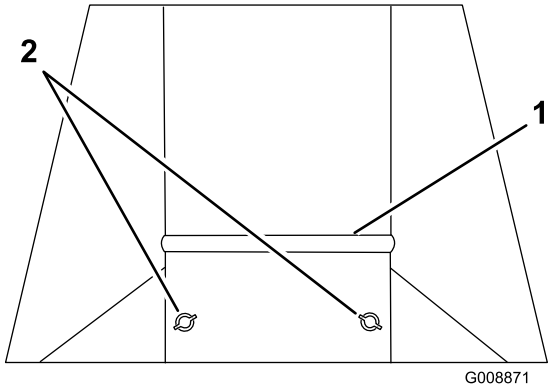

Figur 8
2. Lossa de 2 muttrarna på klippförhållandeplåten och skjut upp plåten om du klipper kort, torrt gräs. Skjut ner plåten om du klipper långt, vått gräs (Figur 8).